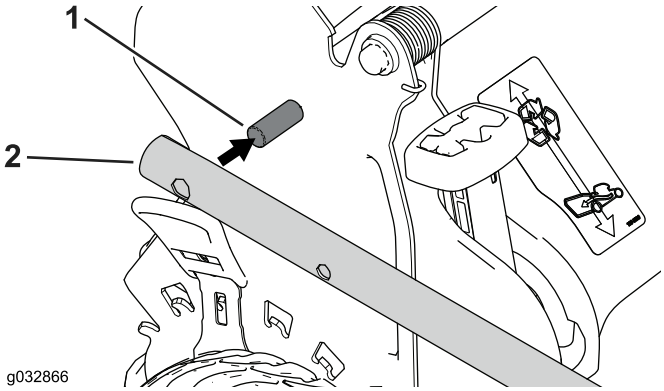

Figur 4
2. Monter håndtaksendene til gressklipperhuset, slik at tappen festet til hver håndtaksbrakett er i det nedre hullet på den tilhørende håndtaksenden (Figur 4).